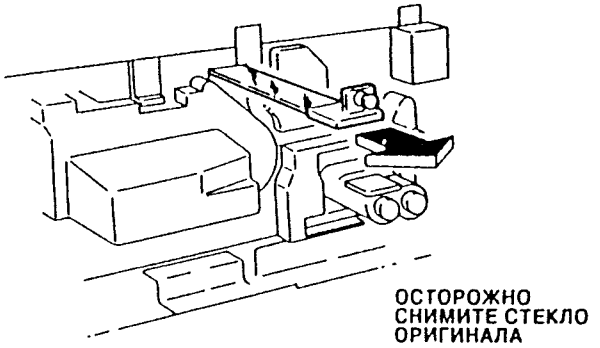

Рис. 1. Снимите уплотняющее стекло.
2. Для доступа к неподвижному зеркалу снимите узел катриджа копирования (REP 9.2) и уплотняющее стекло (Рис. 1). Теперь доступ к неподвижному зеркалу можно провести через апертуру уплотняющего стекла.